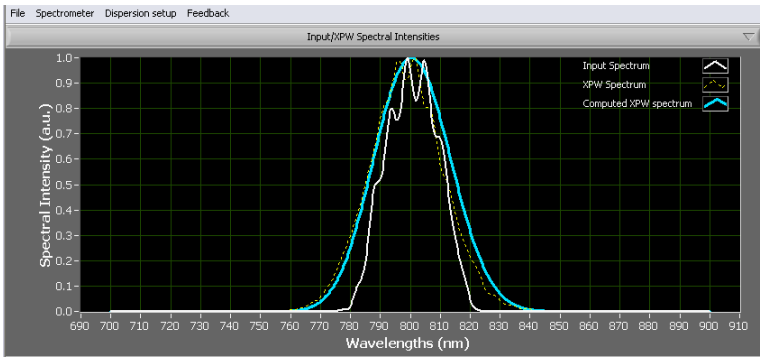

Figure 5.17: INPUT/XPW spectral intensities graph
• **N XPW Loop** sets the number of loops for the algorithm described in figure 2.3. Default value is 5. Spectral intensity of the computed XPW pulse is displayed in the INPUT/XPW Spectral Intensities graph. (figure 5.17).